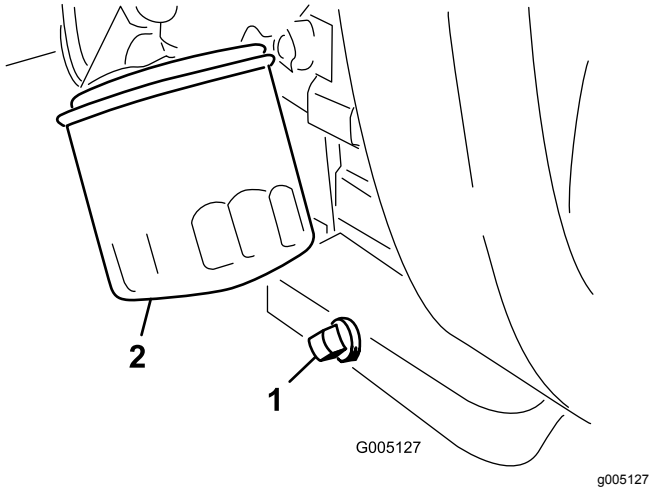

Figuur 33
1. Verwijder de aftapplug (Figuur 33) en laat de olie in een opvangbak lopen.
2. Maak de schroefdraad van de aftapplug schoon, breng PTFE afdichtmiddel aan en monteer de aftapplug (Figuur 33).
3. Verwijder het oliefilter (Figuur 33).